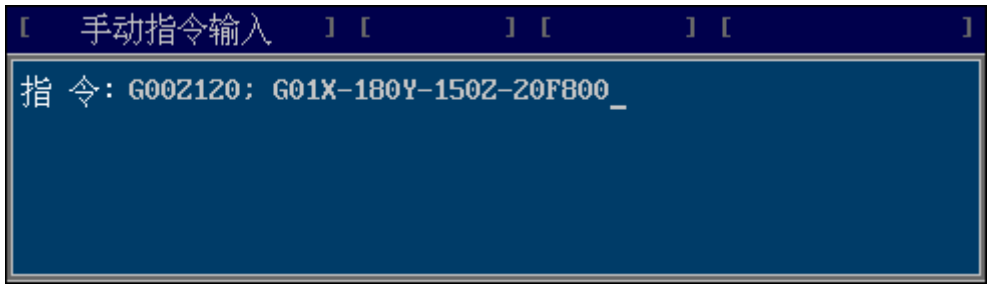

图 3-14 MDI 多段指令的输入
2) 若输入的是多段指令，指令段与段之间必须输入段结束符‘;’。末尾段的结束符可以省略(如 图 3-14 所示)。